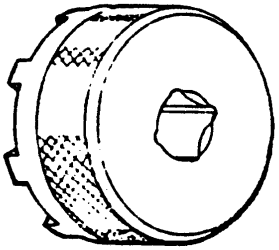

Figure 12. 6796599 Generator Idler Shaft Bearing Spindle Nut Spanner Wrench
b. Heat (WP 016 00) the bearing inner ring (1) and install on bearing flange (3) with open end toward the front. (Be sure that ring has seated.) (QA)
c. Install bearing flange (3) in rear housing using four bolts (7). Torque bolts to 70–85 lb. in. and secure bolts with lockwire. (QA)
d. Install gear assembly on bearing flange (3).
e. Install the key washer (5) and spanner nut (6).
f. Torque to 300–540 lb. in. using 6796599 spindle nut spanner wrench. Bend tab to secure nut. (See figure 12.) (QA)